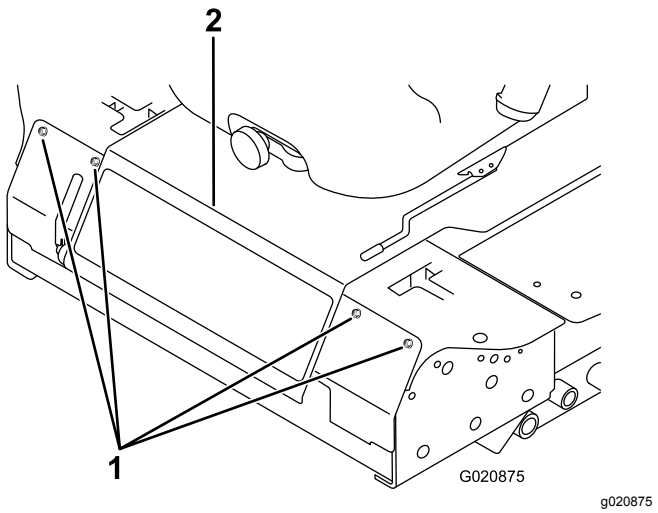

Figuur 43
2. Draai de bouten los waarmee het voorpaneel vastzit, en verwijder het paneel (Figuur 43).